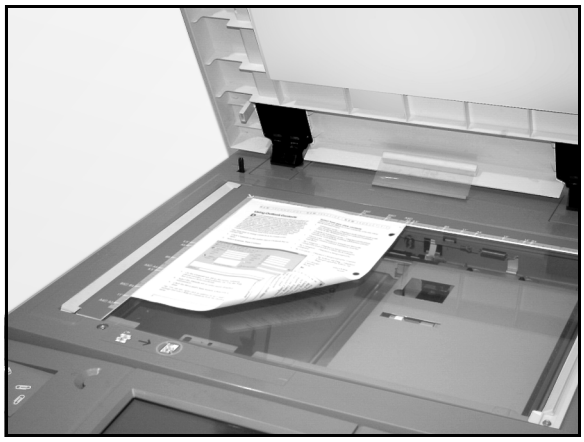

Figuur 20: Een origineel op de glasplaat plaatsen
- De 2-zijdige AOD of de afdekklep van de glasplaat optillen en het origineel met de beeldzijde omlaag op de glasplaat plaatsen (zie figuur 20).